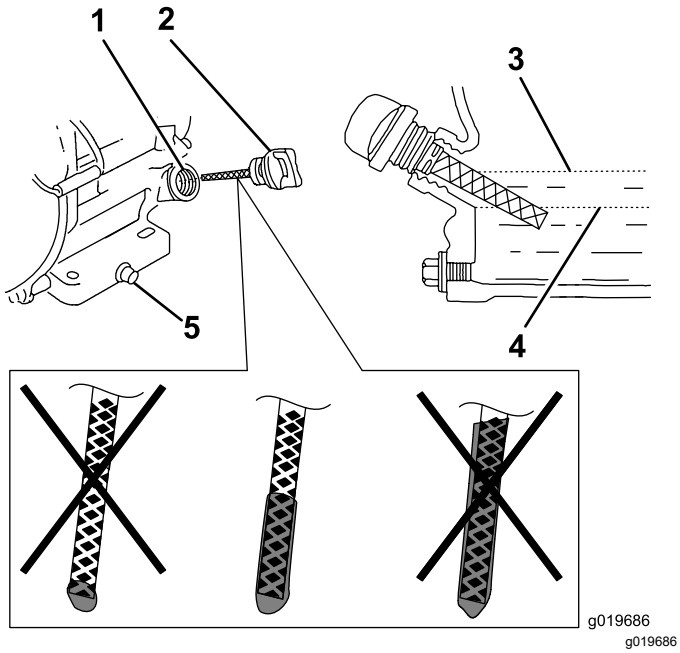

Figur 16
6. Tag målepinden ud, og kontroller motoroliestanden (Figur 16).